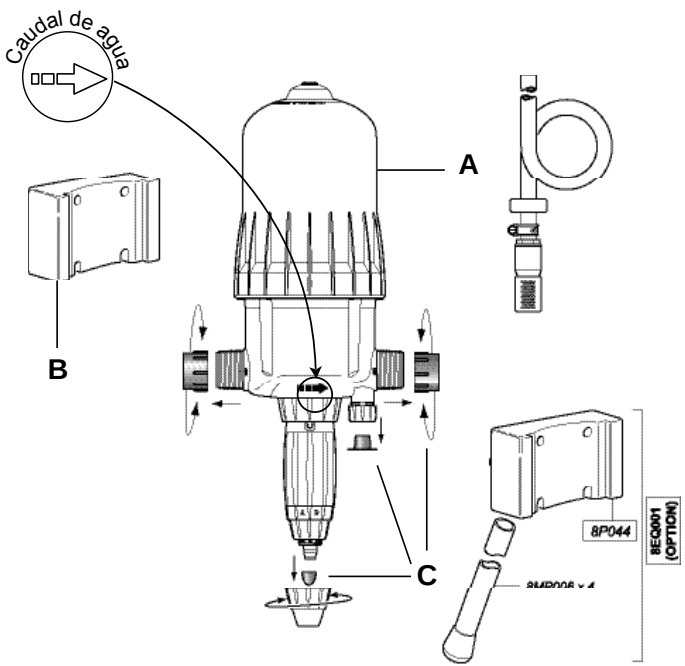

Fig. 1
- un soporte mural (Fig. 1-A) y una cincha (**Fig. 1-B**),
- Colocar las colas de milano del Dosatron (**Fig. 1-A**) en el soporte mural (**Fig. 1-B**).
- Retirar los tapones de protección (**Fig. 1-C**) que obstruyen los orificios de su DOSATRON antes de conectarlo a la red de agua.